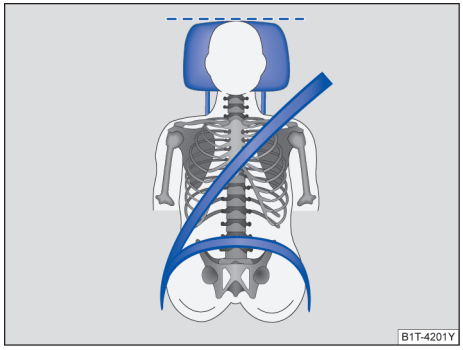

图 22 驾驶员头枕的正确位置
– 调节头枕，使头枕的上沿与您的头顶等高，不可低于眼睛，头部尽可能贴近头枕→ 图 22。